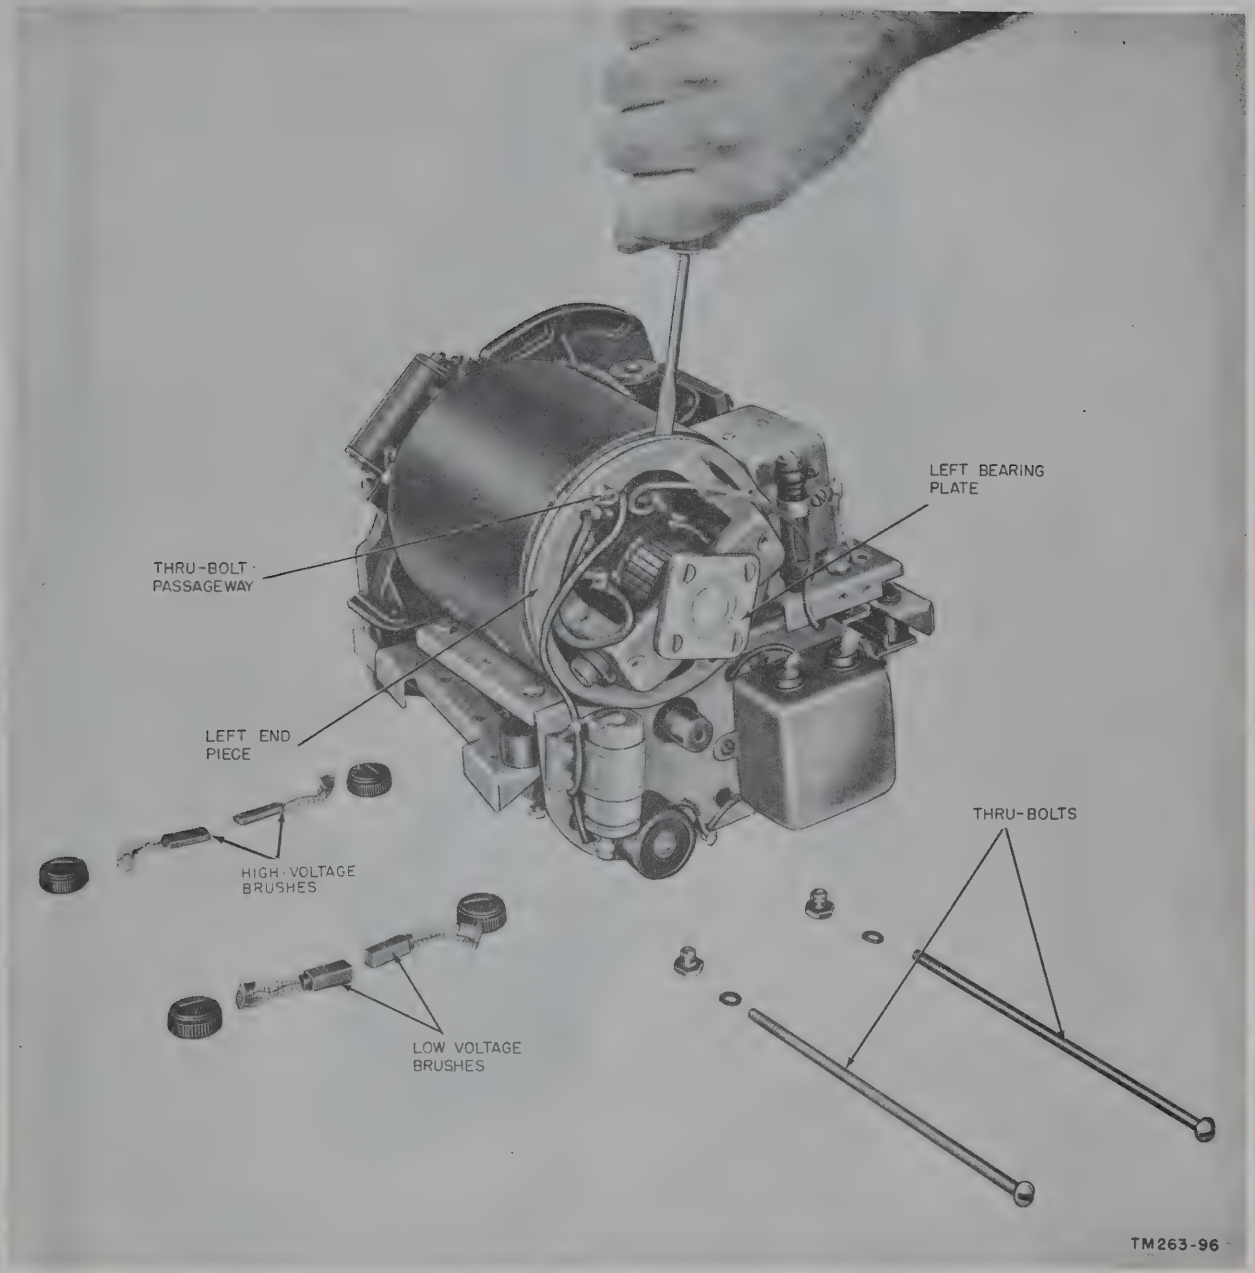

Figure 154. Prying off generating unit left endpice of Generator GN–58–(*).
e. Remove the two through-bolts from the left generating unit endpiece (fig. 154).